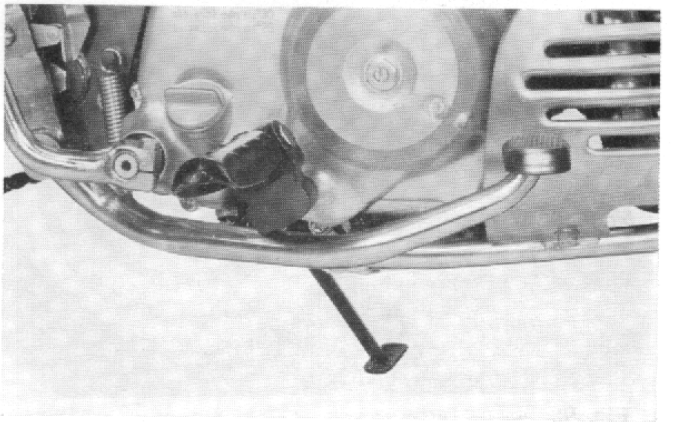

Fig. 94
(1) Clean all parts and lubricate the brake pedal pivot pipe with grease before reassembly. Reinstall the rear brake arm, brake pedal middle arm and brake pedal to the pivot pipe.
(2) Hook the brake pedal spring, and stop switch spring on the specified position. Connect the rear brake cable to the rear brake arm.
(3) Reinstall the step bar on the crankcase with four 8 mm hex. bolts. **(Fig. 94)**.
(4) Reinstall the muffler.
(5) After connecting the rear brake, adjust the brake pedal play to 0.787~1.181 in. (2~3 cm)